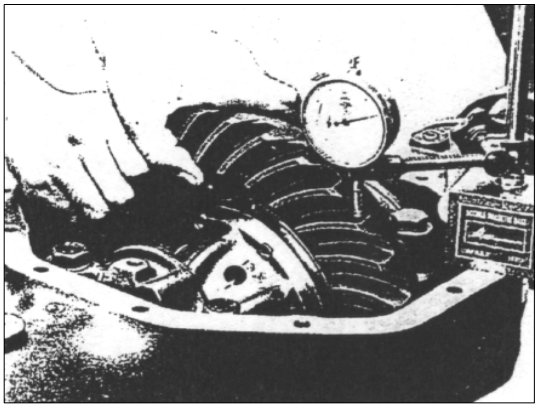

РИС. 354
10) Установите индикатор циферблатного типа с магнитной стойкой в центральном отверстии крепления крышки дифференциала, плунжер индикатора должен находиться на зубе ведомой шестерни главной передачи (см. рис.354).